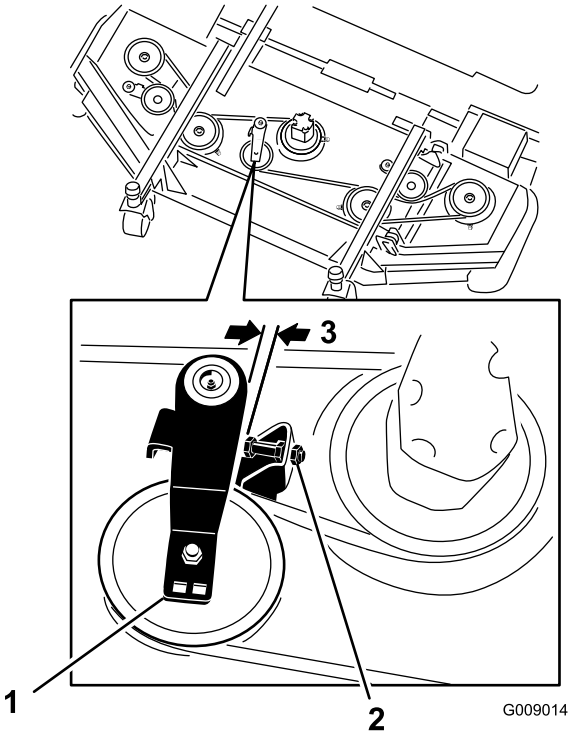

Figur 127
3. På den fremre klippeenheten, midtre stilling, løsne låsemutterne på lederullstoppskruen og tre stoppskruen på braketten (Figur 127).
4. Ved å bruke en stillbar momentnøkkel eller lignende verktøy, flytt lederullen bort fra drivremmen for å frigjøre remspenningen og la remmen føres av rullen til sideklippeenheten (Figur 127).